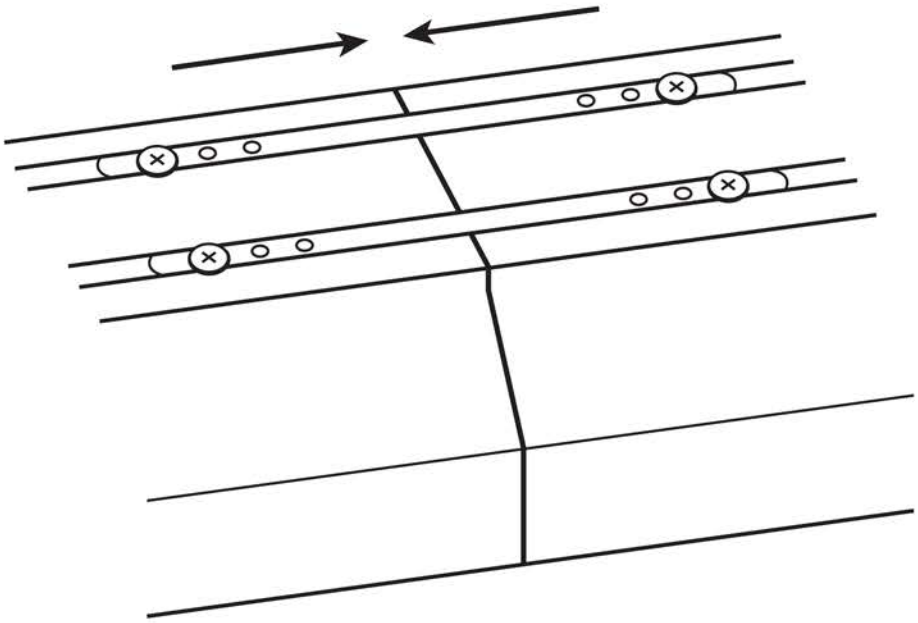

Рис. 11
5.6.3 Состыкуйте светильники друг с другом, как показано на схеме ниже. Зафиксируйте соединительную планку при помощи винтов (в комплекте поставки) (см. рисунок 11).